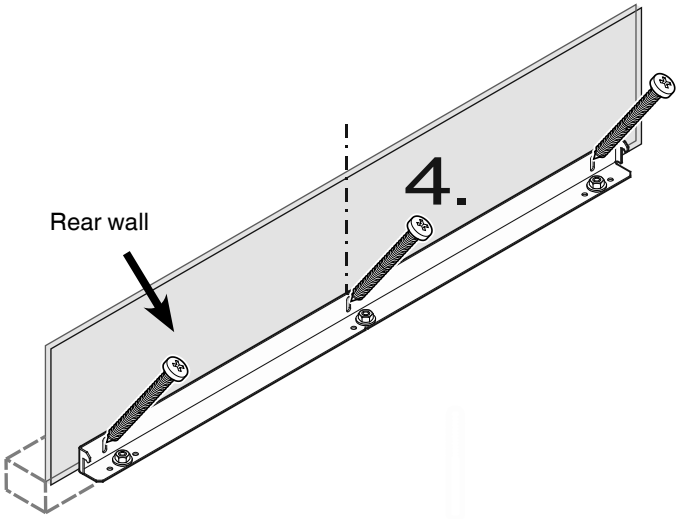

Figure 5
4. Fasten the anti-tipping bracket to the rear wall **(figure 5)** using 3 screws (6 x 60).